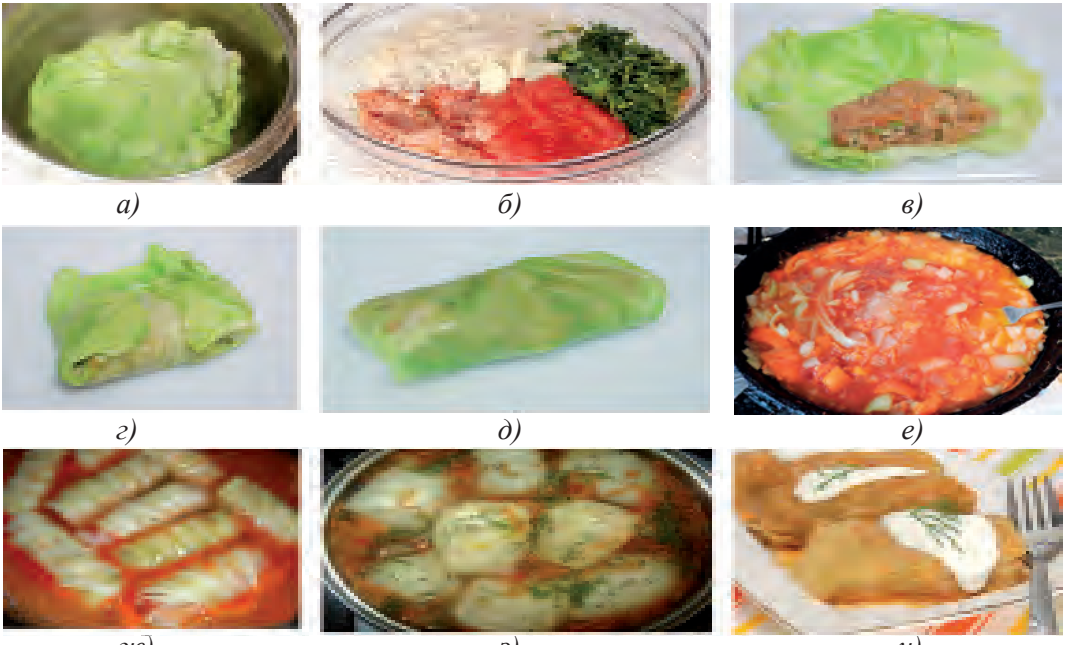

Рис.22. Приготовление долмы из капусты.
1. Вымыть вилок капусты, аккуратно отделить листья и бланшировать 1–2 минуты в медленно кипящей подсоленной воде (при этом листья капусты смягчаются). Листья капусты можно смягчить опустив весь вилок в медленно кипящую воду. Затем отделить листья друг от друга (рис.22, а).
3. Приготовить фарш: мелко нарезать лук, помидоры нарезать мелкими кубиками (можно натереть на терке), зелень хорошо промыть и нарезать, добавить хорошо промытый рис и все смешать, добавить по вкусу соль и специи (рис.22, б).
4. На каждый лист положить готовый фарш и завернуть в форме конверта (рис.22, в, г, д).
5. Налить в казан растительное масло, пожарить лук, морковь и помидоры (рис.22, е).
6. Сверху поджарки сложить голубцы, залить бульоном или водой. Добавить соль, специи, закрыть и тушить 30–40 минут (рис.22, ж, з).
8. Выложить голубцы в тарелки, украсить сметаной, зеленью и подать на стол (рис.22, и).